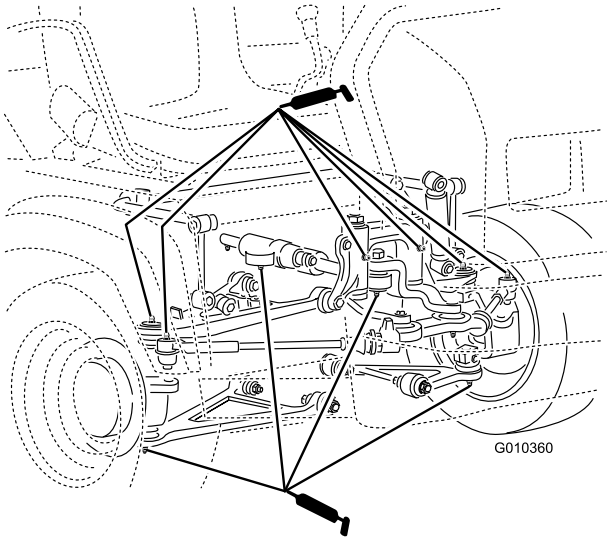

Figuur 39
- Kogelverbindingen (4), trekstangen (2), bevestigingsbeugel (2) en stuurcilinder (2) (Figuur 39)